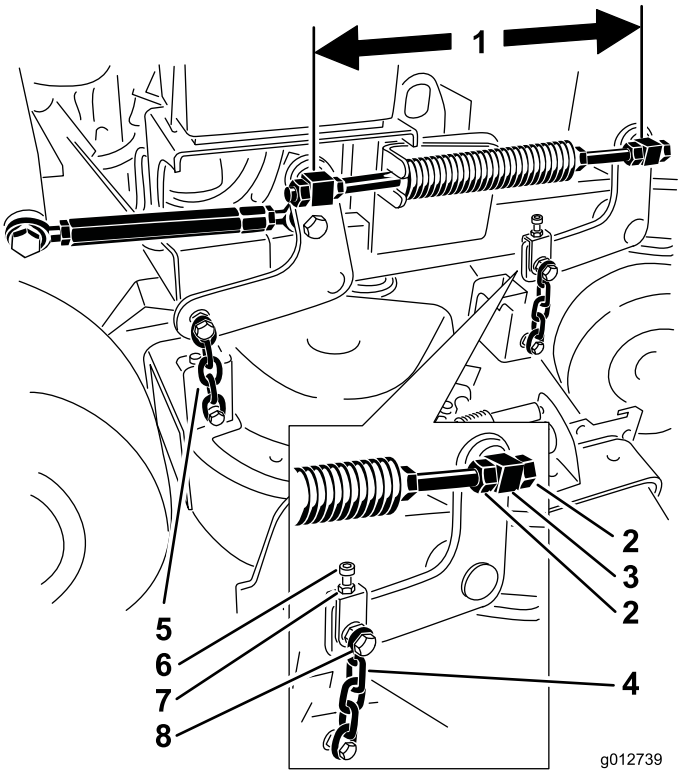

Figur 82
6. Kontroller afstanden mellem drejeleddene, mål fra drejeleddenes midte (længden fra midte-til-midte) på gevindstangen. Længden skal være 49,5 cm for 91 cm plæneklipperskjolde og 43,7 cm for 102 cm plæneklipperskjolde (Figur 82).
9. Brug kontramøtrikkerne på det forreste drejeled til at justere længden mellem de forreste og bageste drejeled i den pågældende side (Figur 82).
11. Brug justeringsbolten til at stramme begge frontkæder lige meget (Figur 82).
5. Løsn møtrikken på den øvre kædebolt og kontramøtrikken på justeringsbolten (Figur 82).
6. Brug justeringsbolten til at gøre det forreste punkt **A** 6 til 10 mm lavere end det bageste punkt **B** (Figur 82).